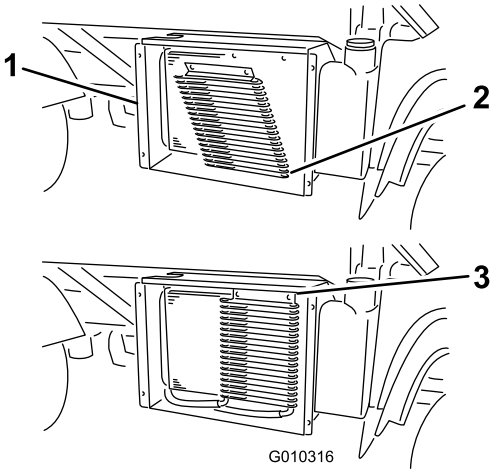

Figur 59
3. Vrid på spärrhakarna (i tillämpliga fall) och vrid bort oljekylaren från kylaren (Figur 59).